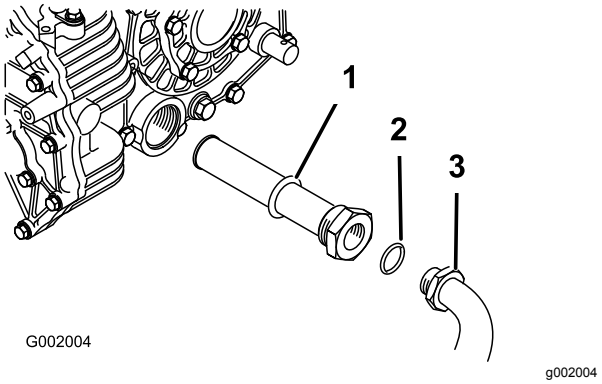

Figuur 54
5. Verwijder de hydraulische slang en de 90° fitting (Figuur 54).